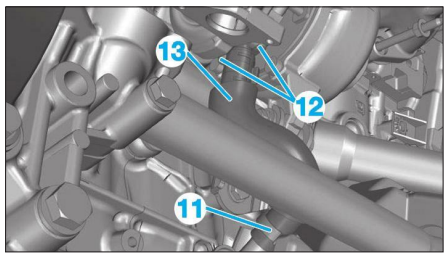

**Fig. 47**
- le collier (11) **(Fig.47)**,
- les vis (12),
- le tube de retour d'huile (13),